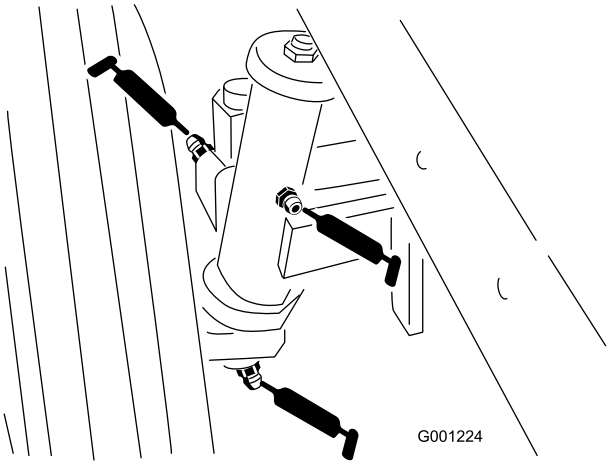

Figur 42
- Bakre hjulspindelbussningar (Figur 42)